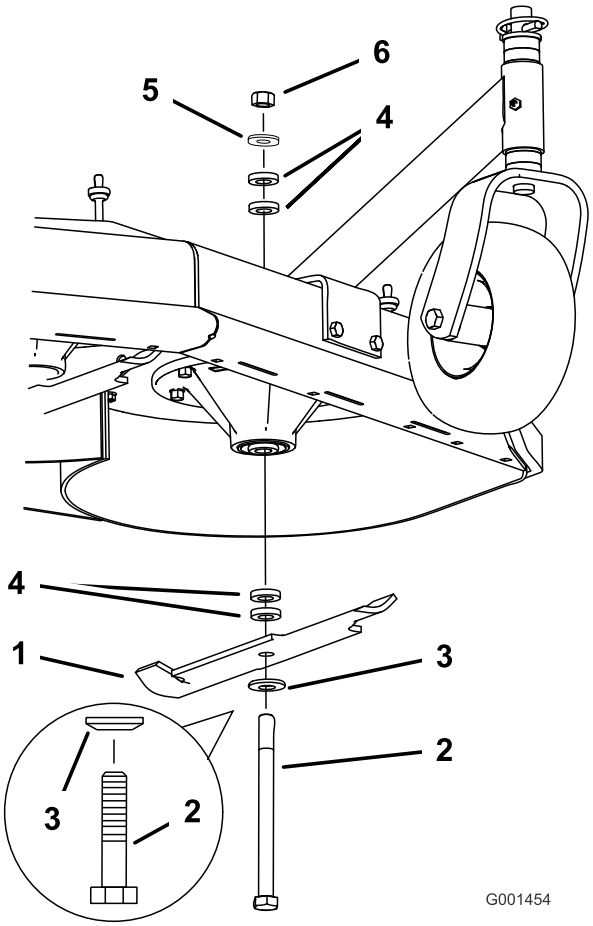

Figura 15
4. Segure o parafuso da lâmina e retire a porca. Faça deslizar o parafuso para baixo através do eixo e mude os espaçadores conforme necessário (Figura 15).
5. Coloque o parafuso, a anilha curva, a lâmina e espaçadores extra e prenda-os com uma anilha fina e uma porca (Figura 15).